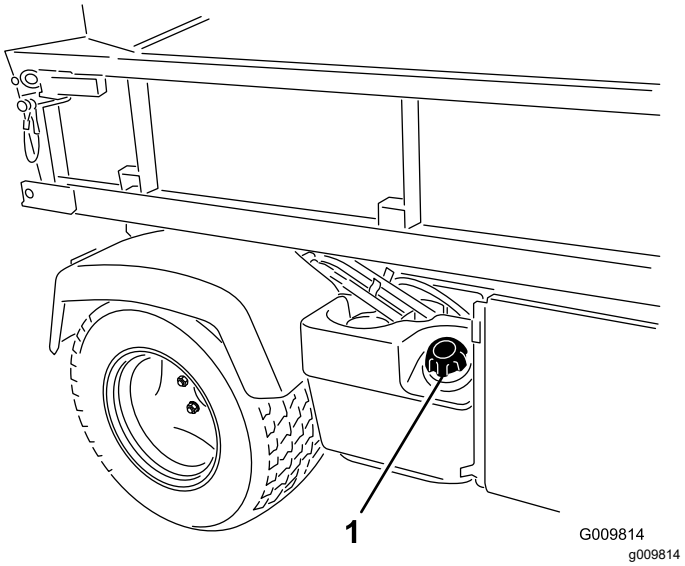

**Figuur 17**
2. Verwijder de dop van de brandstoftank (Figuur 17).